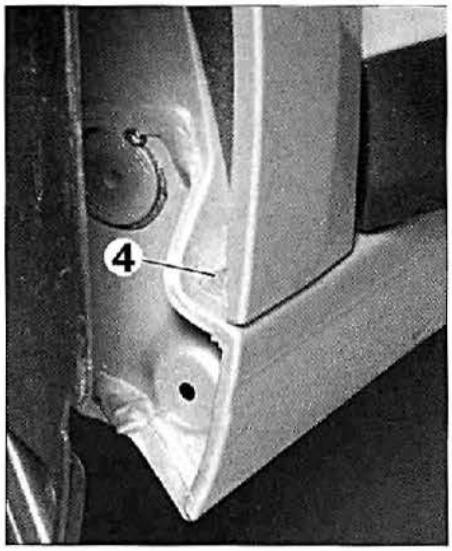

FIG. 14
• Separar parcialmente el guardabarros y desmontar el tornillo de fijación (4) **(fig. 14).**